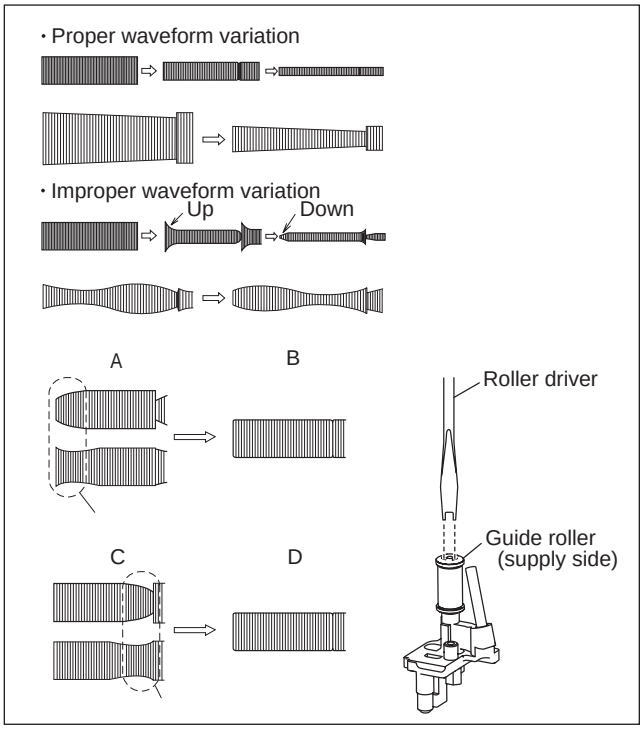

Fig.4-2c
(1) Play back the alignment tape (A1).
(2) Apply the external trigger signal to D.FF (E), to observe the V.PB FM waveform at the measuring point (D).
(3) Set the VCR to the manual tracking mode.
(4) Make sure that there is no significant level drop of the V.PB FM waveform caused by the tracking operation, with its generally parallel and linear variation ensured. Perform the following adjustments when required. (See Fig. 4-2c.)
(5) Reduce the V.PB FM waveform by the tracking operation. If a drop in level is found on the left side, turn the guide roller of the pole base assembly (supply side) with the roller driver to make the V.PB FM waveform linear.
If a drop in level is on the right side, likewise turn the guide roller of the pole base assembly (take-up side) with the roller driver to make it linear. (See Fig. 4-2c.)